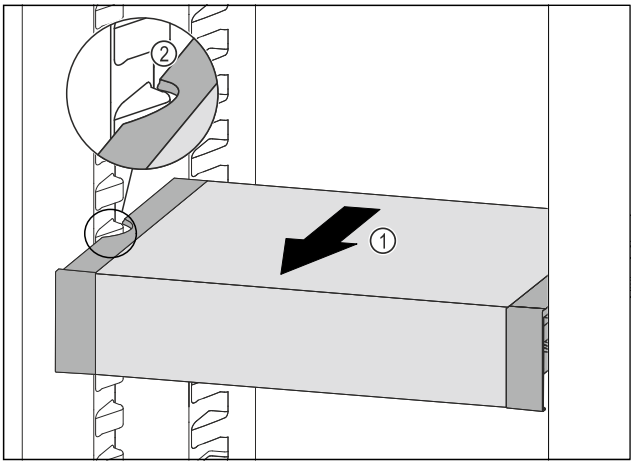

Fig. 160
▶ Trageți în față VarioSafe *Fig. 160 (1)*, până când degajările laterale ale VarioSafe se află la înălțimea nervurii recipientului din frigider. *Fig. 160 (2)*